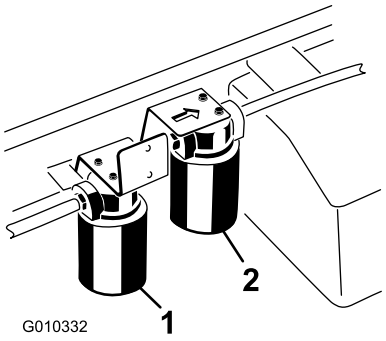

Figuur 71
5. Plaats een opvangbak onder het filter en verwijder het filter (Figuur 71).
4. Reinig de omgeving van de plaats waar het filter met hoge stroming wordt gemonteerd (Figuur 71).